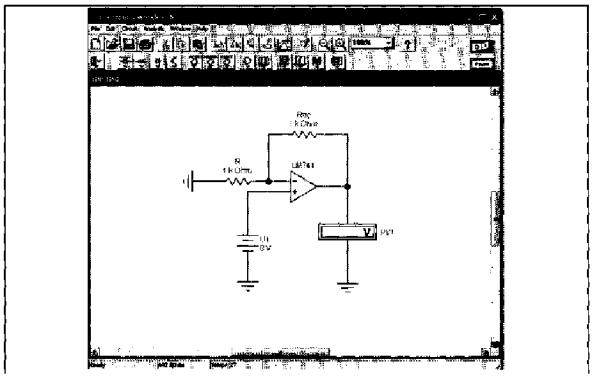

Рис. 32. Схема для исследования неинвертирующего усилителя на базе ОУ
3.1. Соберите схему для исследования неинвертирующего усилителя на базе ОУ (рис. 32)
Соберите схему для исследования неинвертирующего усилителя на базу ОУ (рис.32)